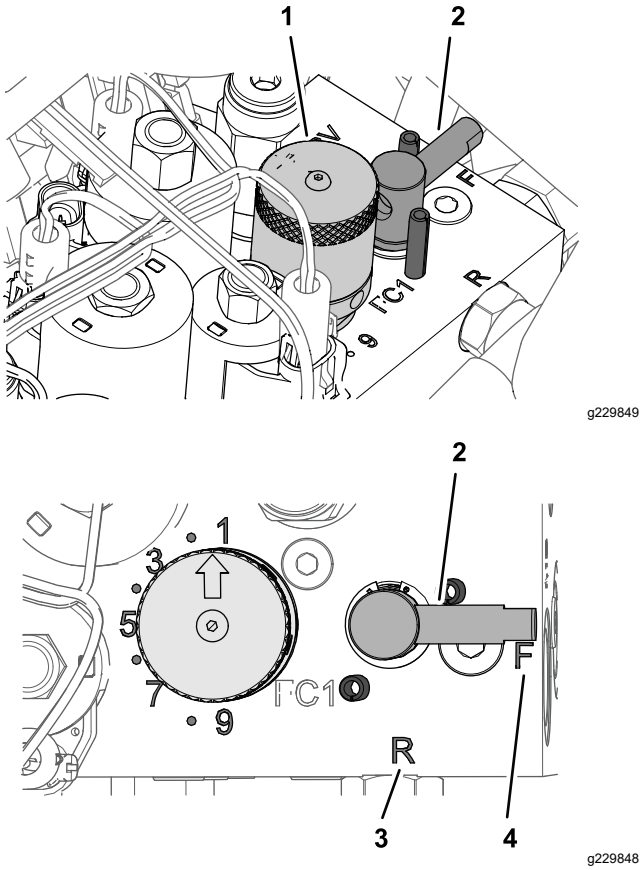

Figuur 55
4. Zet de wethendel in de stand 'R' (Figuur 55).
5. Draai de knop voor de toerentalregeling van de messenkooien op instelling 1 (Figuur 55).